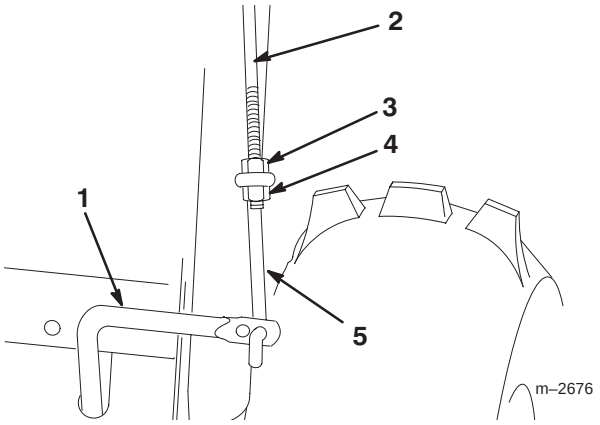

Figur 10
2. Trä i den undre länken genom yttre hålet i den nedre reglagestången enligt figur 10.